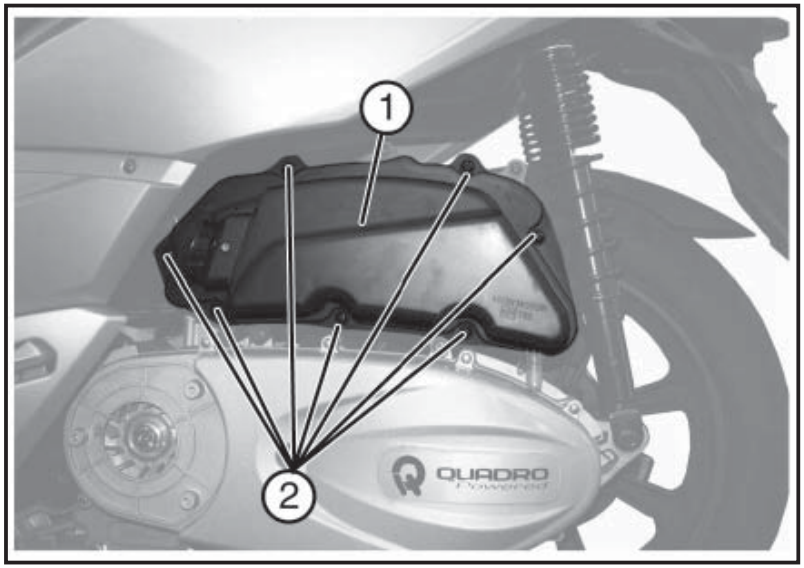

Fig. 01 QSI0055
- Desatornille los siete tornillos «**2 - Fig. 01**».
- Quite la tapa de la caja filtro «**1 - Fig. 01**».